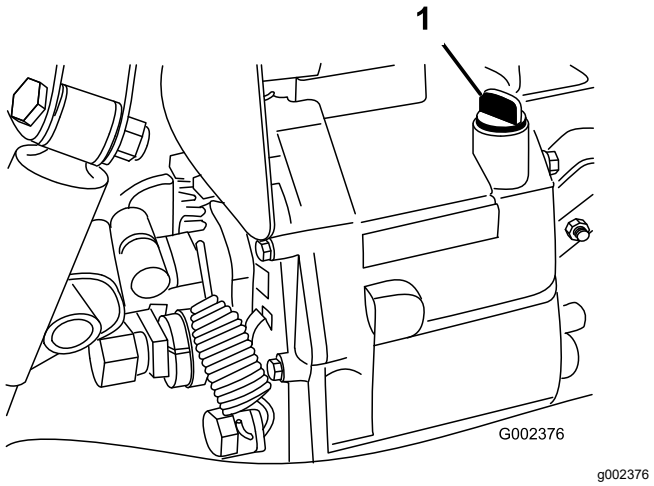

**Figur 68**
4. Gör rent området kring oljestickan (Figur 68).